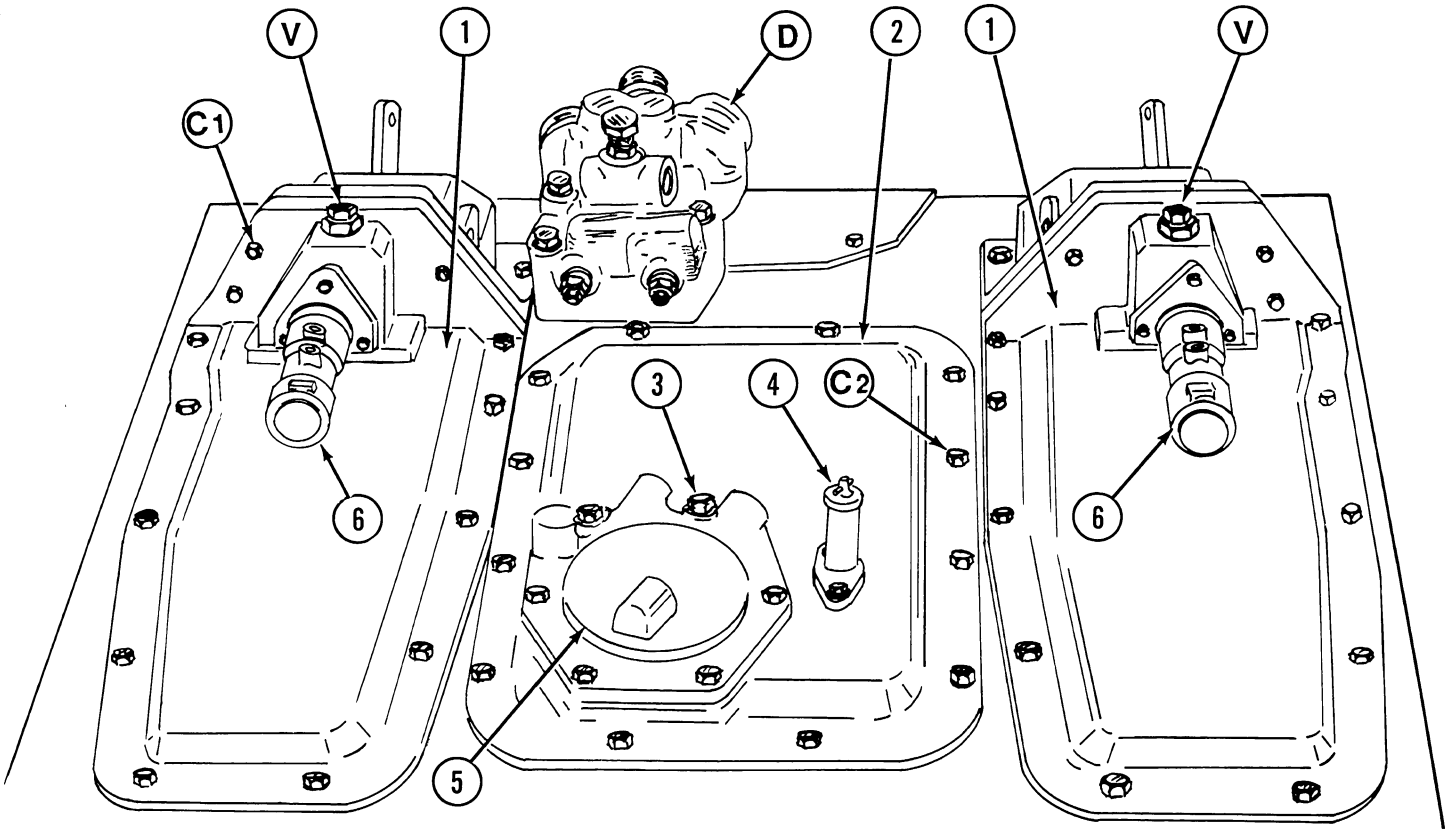

Fig. 9-1 - Final drive housing covers
Take off cover (2, fig. 9-1), also removing two capscrews (3) retaining inner piping flange
Fit center cover (2, fig. 9-1) to axle casing and tighten piping flange through two capscrews (3)